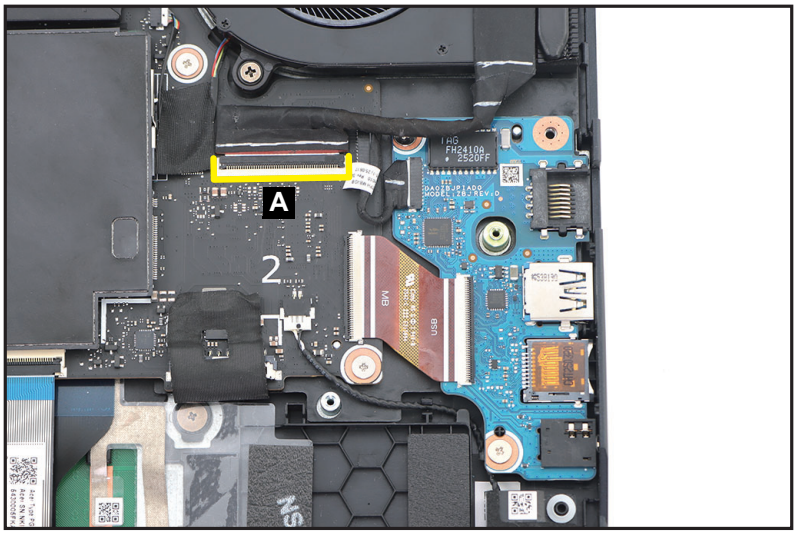

Figure 1-32. USB Board Removal
1. Disconnect the LCD cable from the mainboard connector (A) (Figure 1-32).